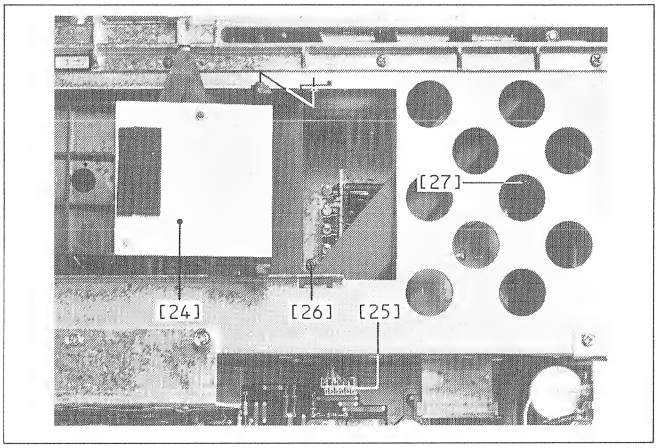
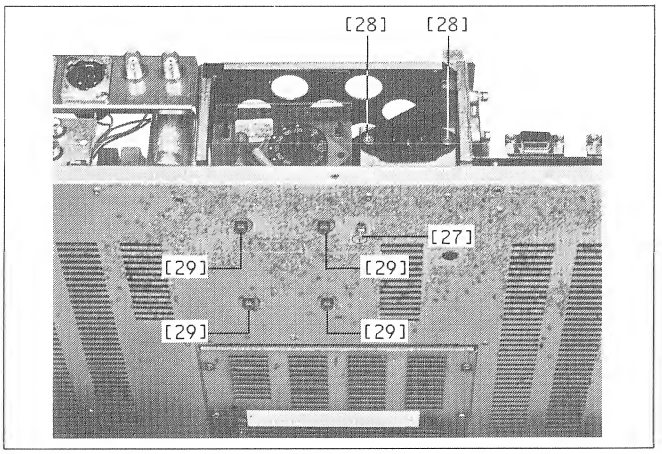
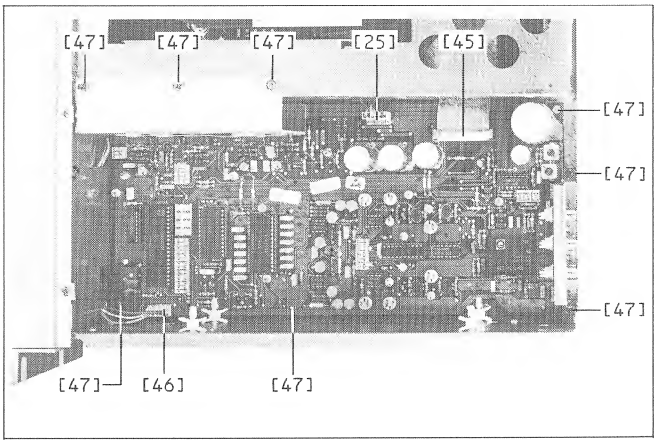

Fig. 2.9
Fig. 2.10
Fig. 2.13
-> fig. 2.9 / fig. 2.10
-> fig. 2.9 / fig. 2.13